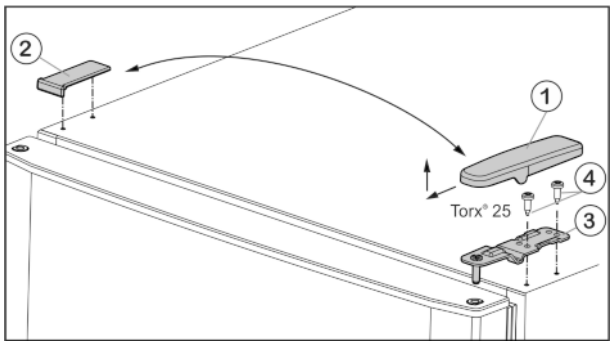

Fig. 6
▶ Abdeckung *Fig. 6 (1)* nach vorne und oben abziehen.
▶ Abdeckung *Fig. 6 (2)* abheben.
▶ Oberen Lagerbock *Fig. 6 (3)* abschrauben (2 mal Torx® 25) *Fig. 6 (4)* und nach oben abziehen.
- ▶ Oberen Lagerbock *Fig. 6 (3)* auf der neuen Scharnierseite in die Tür einsetzen.
- ▶ Oberen Lagerbock **fest (mit 4 Nm)** anschrauben (2 mal Torx® 25) *Fig. 6 (4)*. Eventuell einen Akkuschrauber verwenden.
- ▶ Abdeckung *Fig. 6 (1)* auf der Gegenseite von außen aufsetzen und einrasten.
- ▶ Abdeckung *Fig. 6 (2)* jeweils auf der Gegenseite von oben aufsetzen und einrasten.